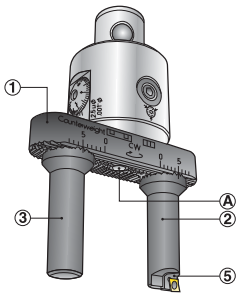
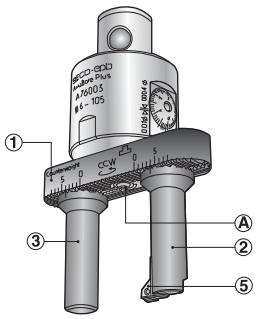
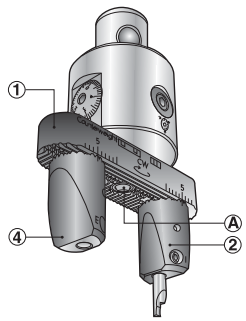

Fig. 1
Fig. 2
Fig. 6
The - Axiabore™ Plus - head can be equipped with the MPA to perform boring (Fig.1), OD-overturning (Fig.2) and face grooving (Fig.6, see next page).
Both boring (Fig.1) and OD-overturning (Fig.2) assemblies use the same boring shank (2) equipped with an insert holder (5), and a counterweight (3).
MPA boring assembly (Fig.1)
MPA OD-overturning assembly (Fig.2)
MPA grooving tool assembly (Fig.6)